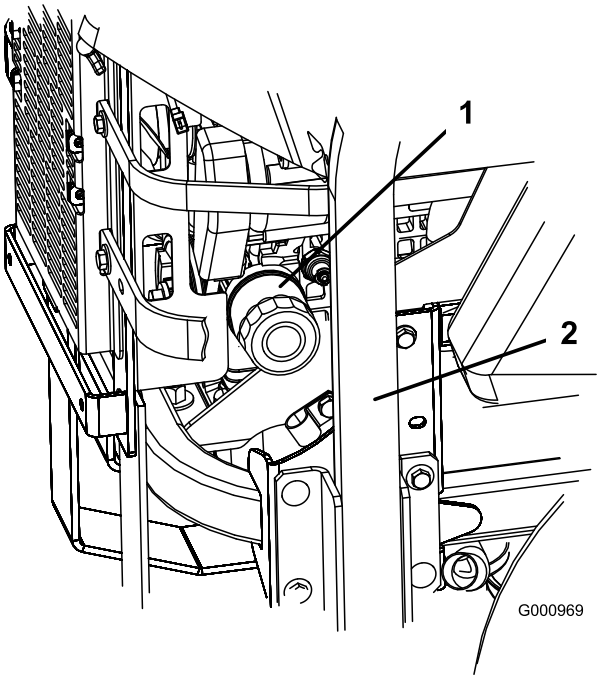
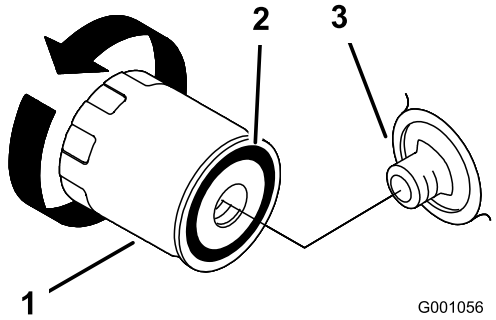

Rysunek 49
Rysunek 50
2. Obróć filtr w lewo, aby go zdemontować (Rysunek 49 i Rysunek 50).